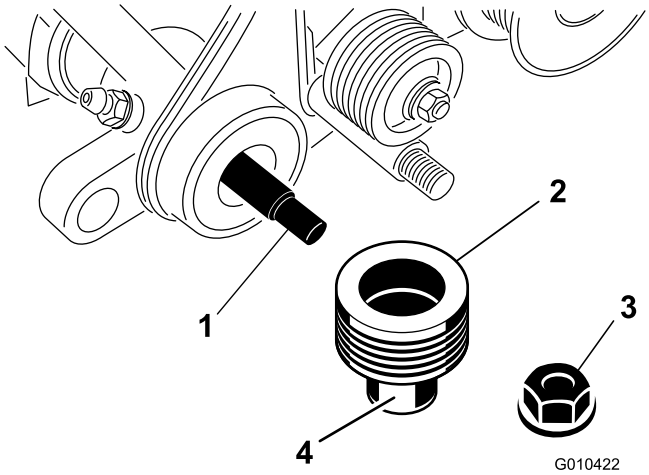

Figura 8
3. Applicate del grasso sulla superficie esterna della puleggia condotta, come mostrato nella Figura 8.
4. Fate scorrere la puleggia sull'albero grooming (Figura 8).
5. Fissate la puleggia all'albero con un dado di bloccaggio (3/8 poll.) come mostrato nella Figura 8.